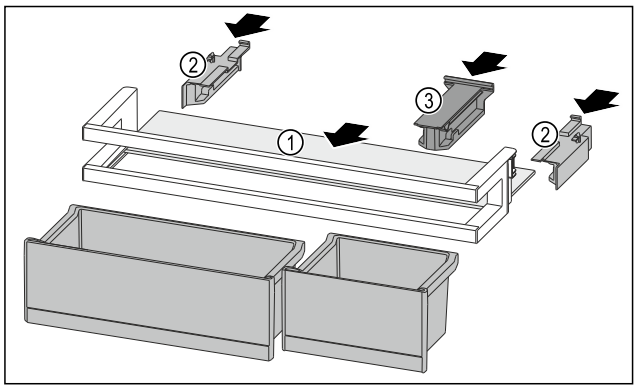

Fig. 251
▶ 将搁板 *Fig. 251 (1)*推入侧面凹槽。
▶ 插入侧面部分 *Fig. 251 (2)*。
▶ 插入定位件 *Fig. 251 (3)*。